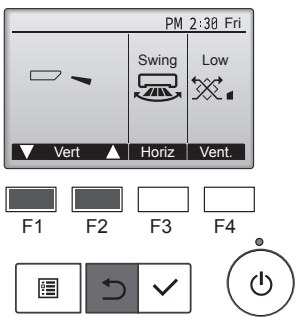

Abb. 7-4
(2) Drücken Sie die [AUSWAHL]-Taste, um den Vane-Bedienbildschirm aufzurufen, und prüfen Sie dann mit Tasten [F1] und [F2] die automatische Flügelbewegung. (Abb. 7-4)